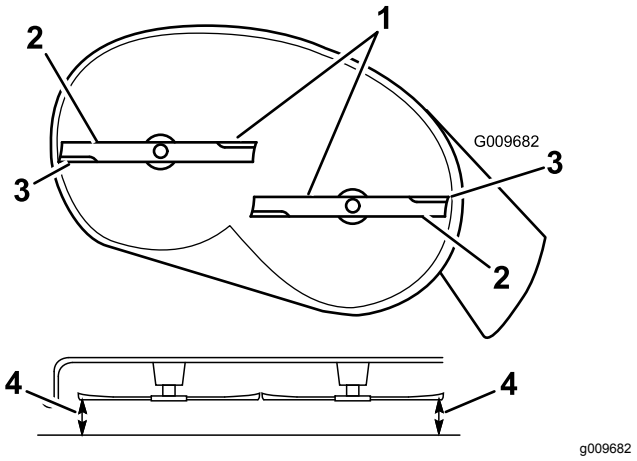
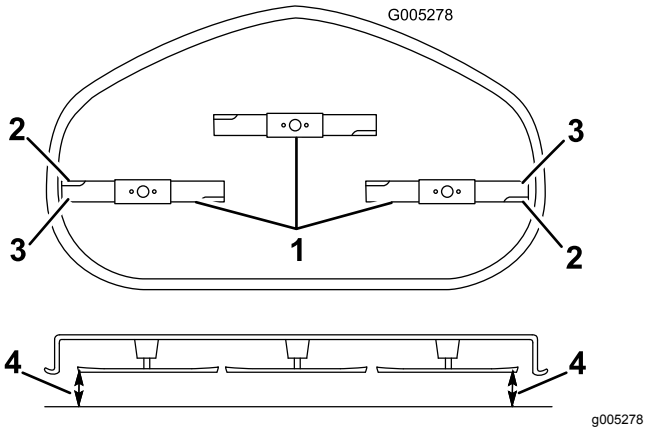

Figur 59
Figur 60
4. Roter kniven(e) forsiktig så alle er på tvers (Figur 59 og Figur 60).
5. Mål avstanden mellom de ytterste knivkantene og det flate underlaget (Figur 59).